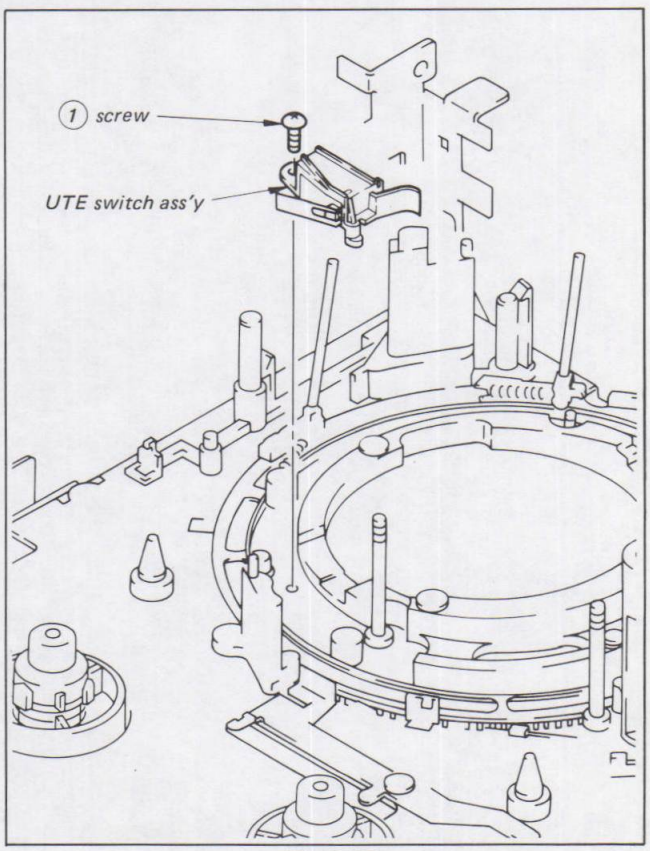

Fig. 3-35.
1) Unscrew screw (1) as shown in Fig. 3-35.